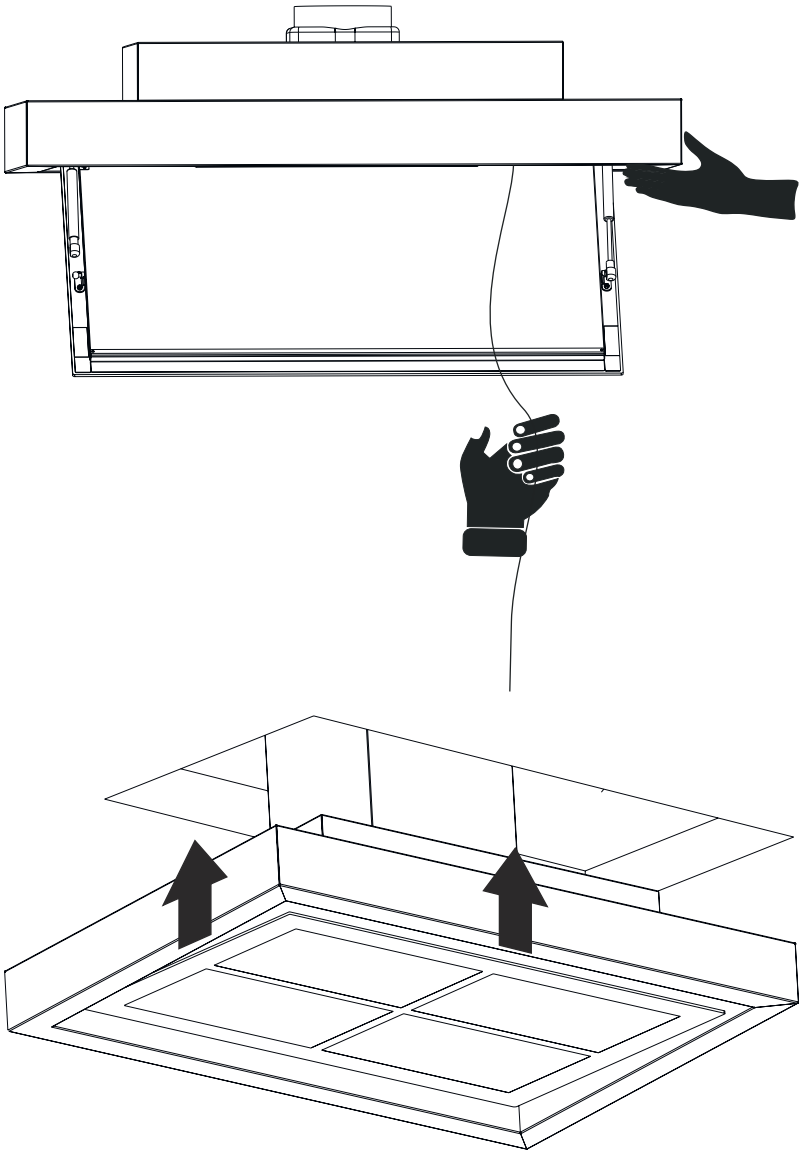

Fig. 12
6. For at hæve emhætten ved brug af stålwirer; løft emhætten med en hånd på den korte side og træk nu i stålwirerne en efter en. Gør nu dette på skift på emhættens korte sider. For hver gang der trækkes i stålwirerne, låser sikkerhedslåsen stålwiren fast (Fig. 12).